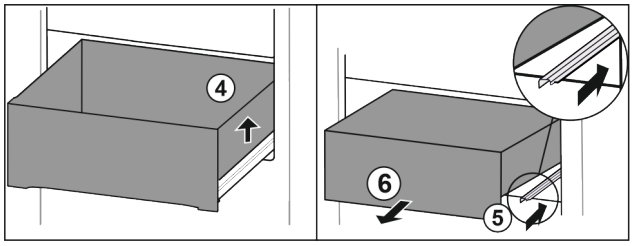

*Fig. 160*
- ▶ Ridicați sertarul din dreapta. *Fig. 160 (4)*
- ▶ Inserați șina din dreapta. *Fig. 160 (5)*
- ▶ Extrageți sertarul spre înainte. *Fig. 160 (6)*